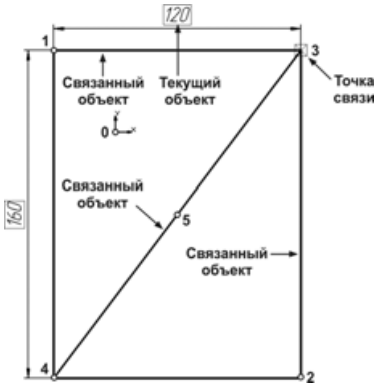

Рис. 5.12
- Просмотрите связи и ограничения горизонтального размера 120 (рис. 5.12). Для этого выделите его щелчком мыши, затем укажите на него правой кнопкой и выполните из контекстного меню команду **Показать/удалить ограничения**.